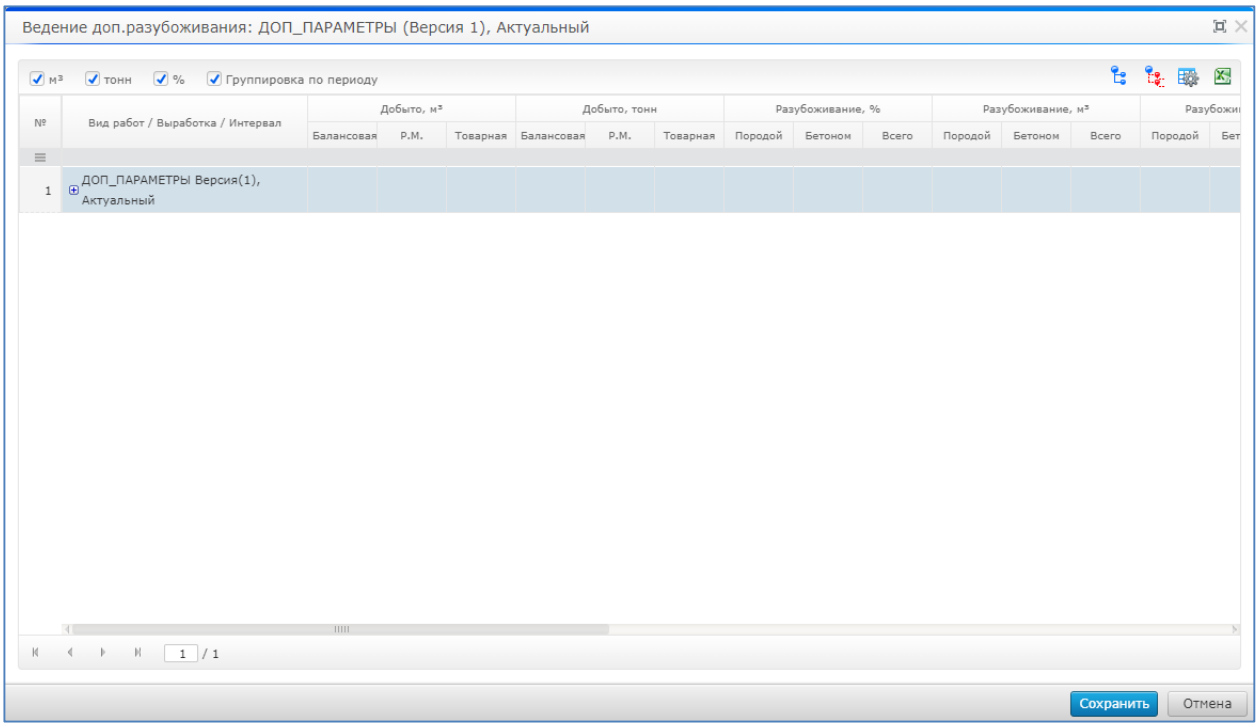

Рисунок 37. Ведение доп. Разубоживания
5. Нажать на кнопку «Сохранить» (Рисунок 37);